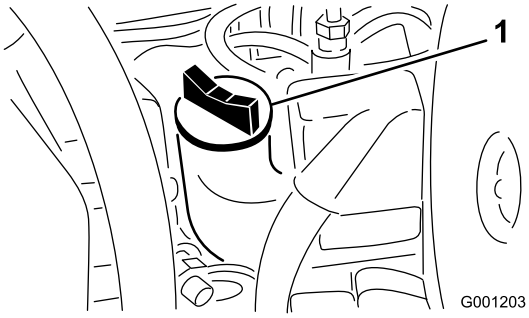

Figur 22
3. Om oljenivån inte når upp till markeringen Full på oljestickan (Figur 22), fyller du på olja tills nivån når upp till markeringen. **Fyll inte på för mycket.**.